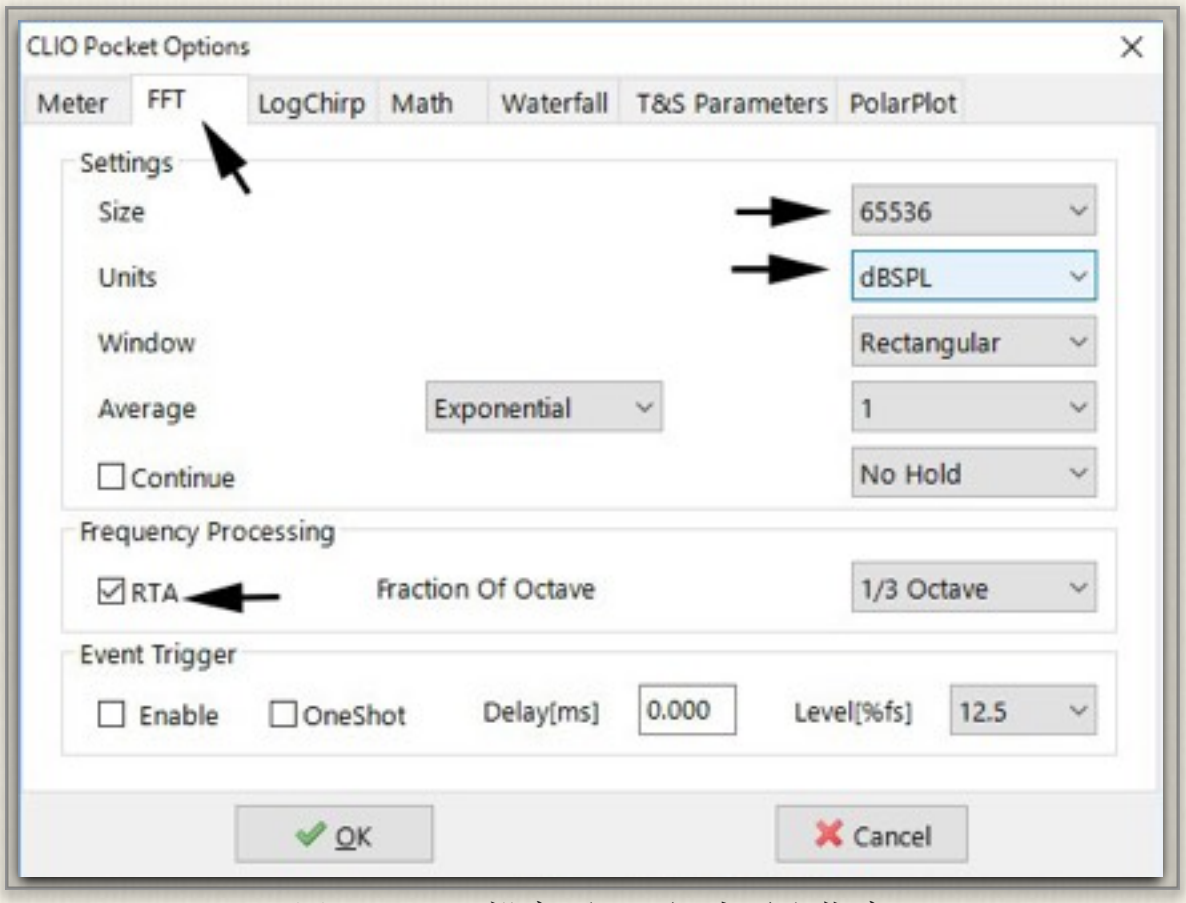
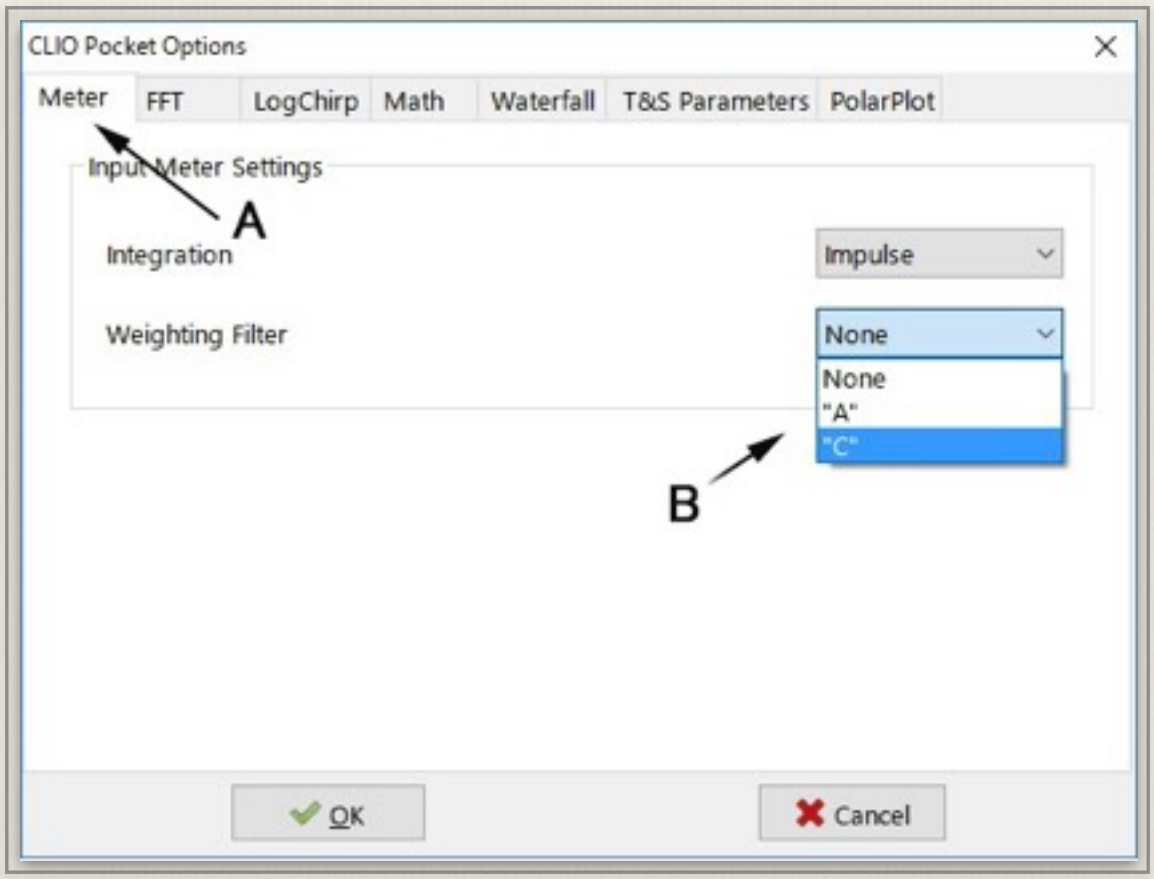
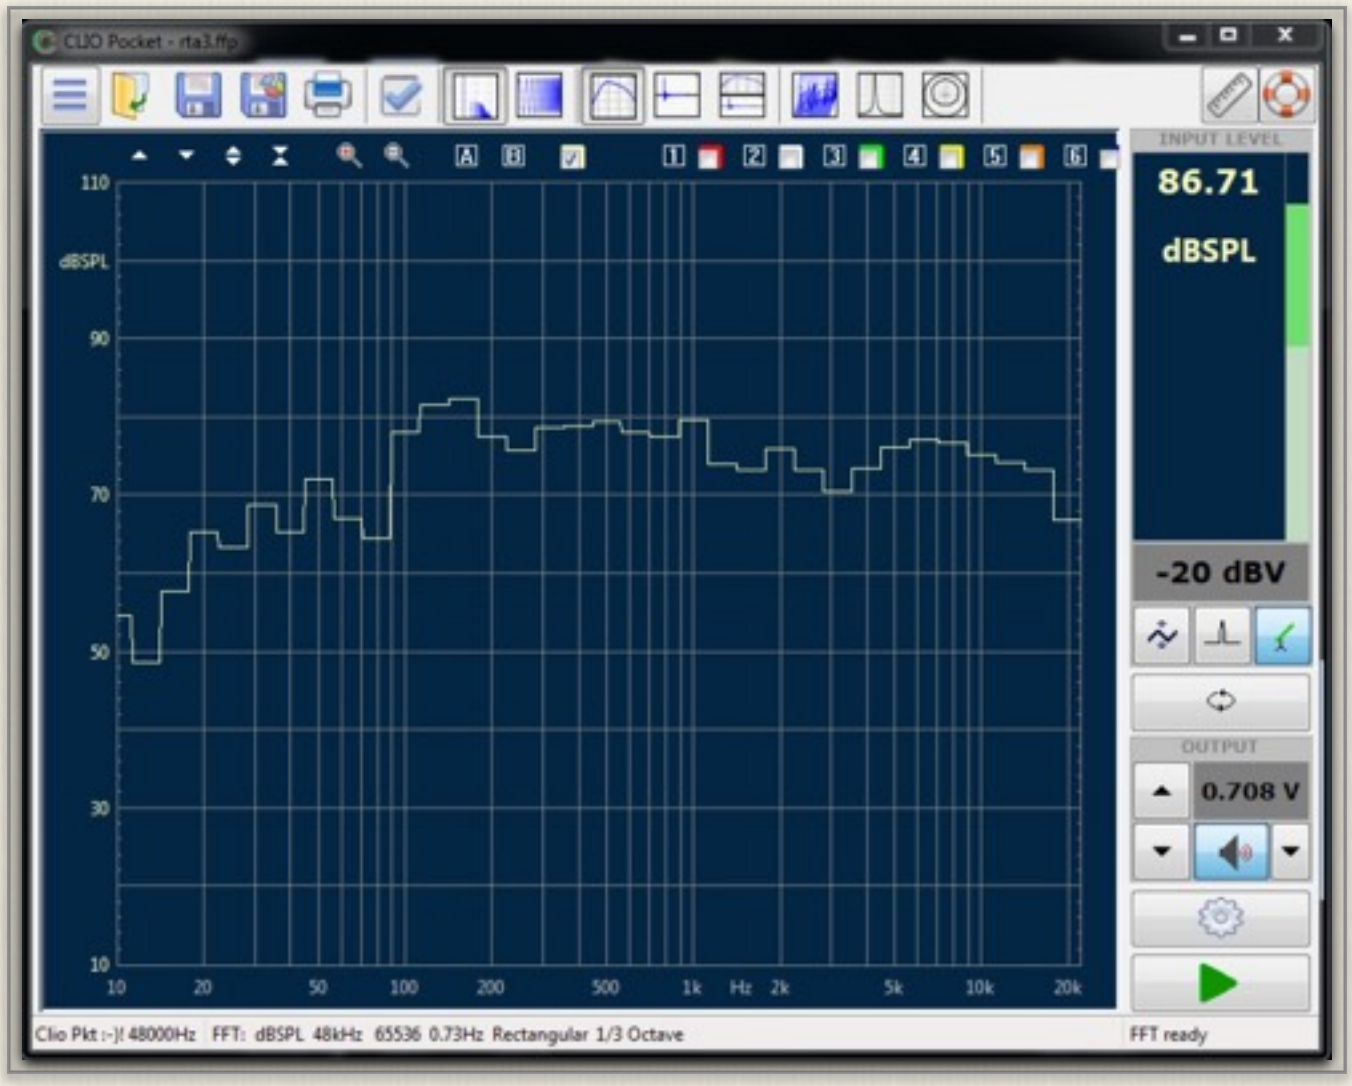

図4-5　FFT設定（RTA）表示を指定
図4-6　「Meter」設定
図4-9　リスニング位置におけるスピーカー特性と音圧レベル
⑥ パワーアンプの電源を入れる
⑦「FFT」画面を選択する
⑧ サイドバーから図4-5「CLIO Pocket Options」を開く
⑨「FFT」タブを開き「Size」、「Units」を矢印のように設定、「RTA」にチェックする
⑩ 図4-6の「Meter」タブに移り矢印の設定を行う
⑪ グラフ画面に戻り、矢印の「FFT」を選択し、Bで「FFT」測定をスタートする
⑫ 図4-6の矢印A「Meter」を開きBで「None」を選択
⑭ ファイルタブからブラウズして「Pink Noise」ファイルを設定する（注：Size=64Kは図4-5のFFTサイズと同じ）
⑮「Play」をクリックし、「Pink Noise」信号を出力する
⑯ 図4-9の特性ならびに音圧レベルが表示される
ここではリスニング時の音圧レベル（85-90dBSPL)になるように、パワーアンプで音量を調整します。測定を止め、アンプの出力を絞ります。図4-9の特性がリスニング位置におけるスピーカー特性となります。
なお、以上の測定では図4-6「Meter」設定で「None」の設定をしました。「A特性」、「C特性」での表示を求めるときは、各々それらの設定をすることができます。